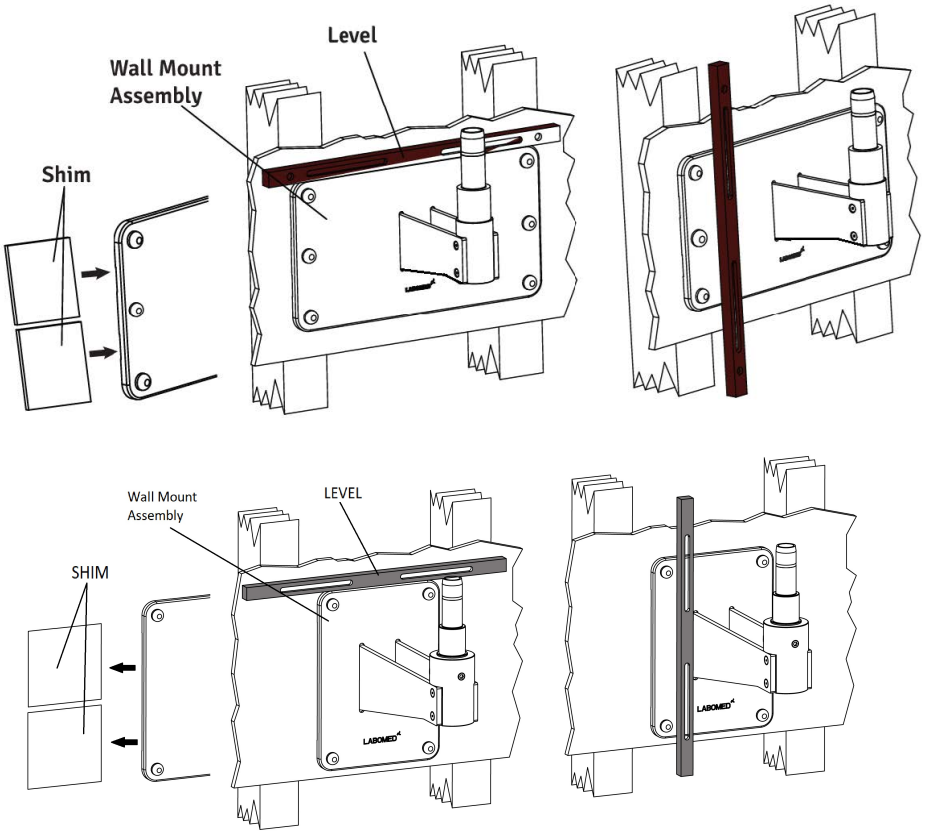

Fig. 22
2. **Place a level across the top of the back plate to check the horizontal levelling. See Figure 22.**
5. **Place a level vertically along the face of the wall Mount, on both sides, to ensure it is perpendicular to the floor. See Figure 22.**